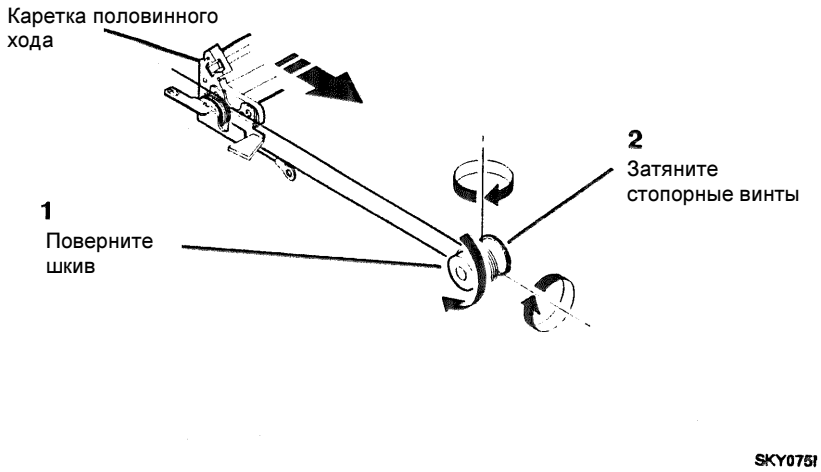

Рисунок 6. Регулировка каретки половинного хода
5. (Рисунок 6): Поворачивайте шкив до тех пор, пока каретка половинного хода не коснется позиционирующего язычка, не поворачивая вала шкива.